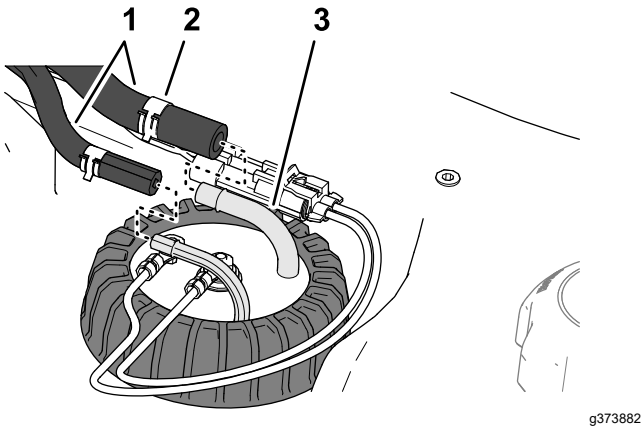

Figur 89
4. Flytta klämmorna som håller fast slangarna på kopplingarna till bränslesändarens insida och ta bort slangarna från kopplingarna (Figur 89).